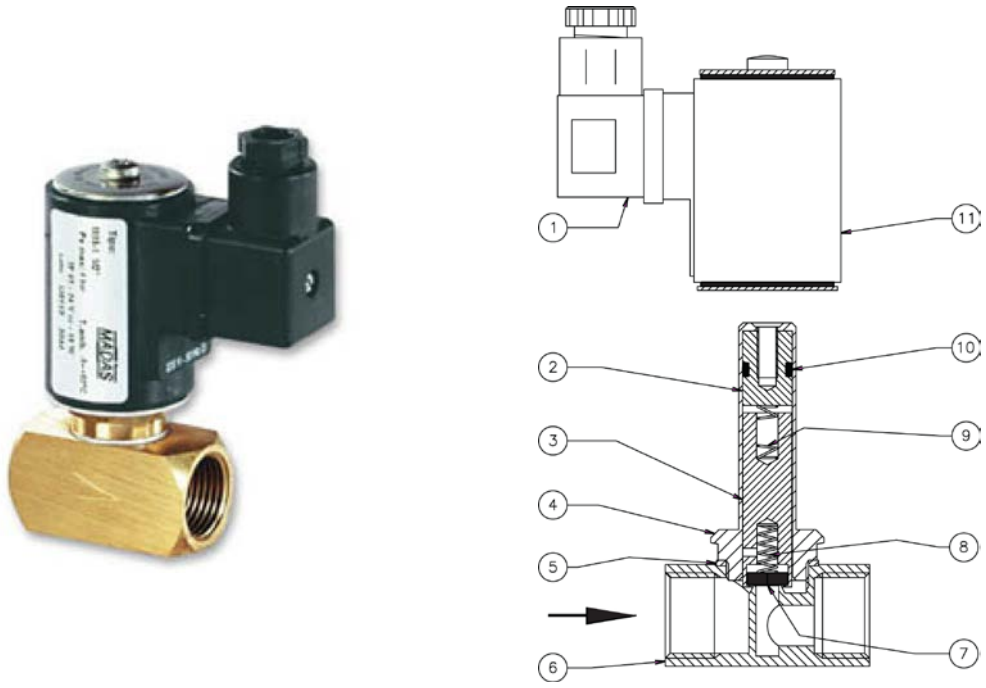

Рис. 1
Клапан (рис. 1) состоит из: электрический коннектор (1); неподвижный сердечник (2); подвижный сердечник (3); кожух (4); алюминиевая шайба (5); корпус (6); прокладка из фторуглеродистого каучука (7); пружина сальника (8); пружина (9); уплотнительное кольцо (10); электрическая катушка (11).